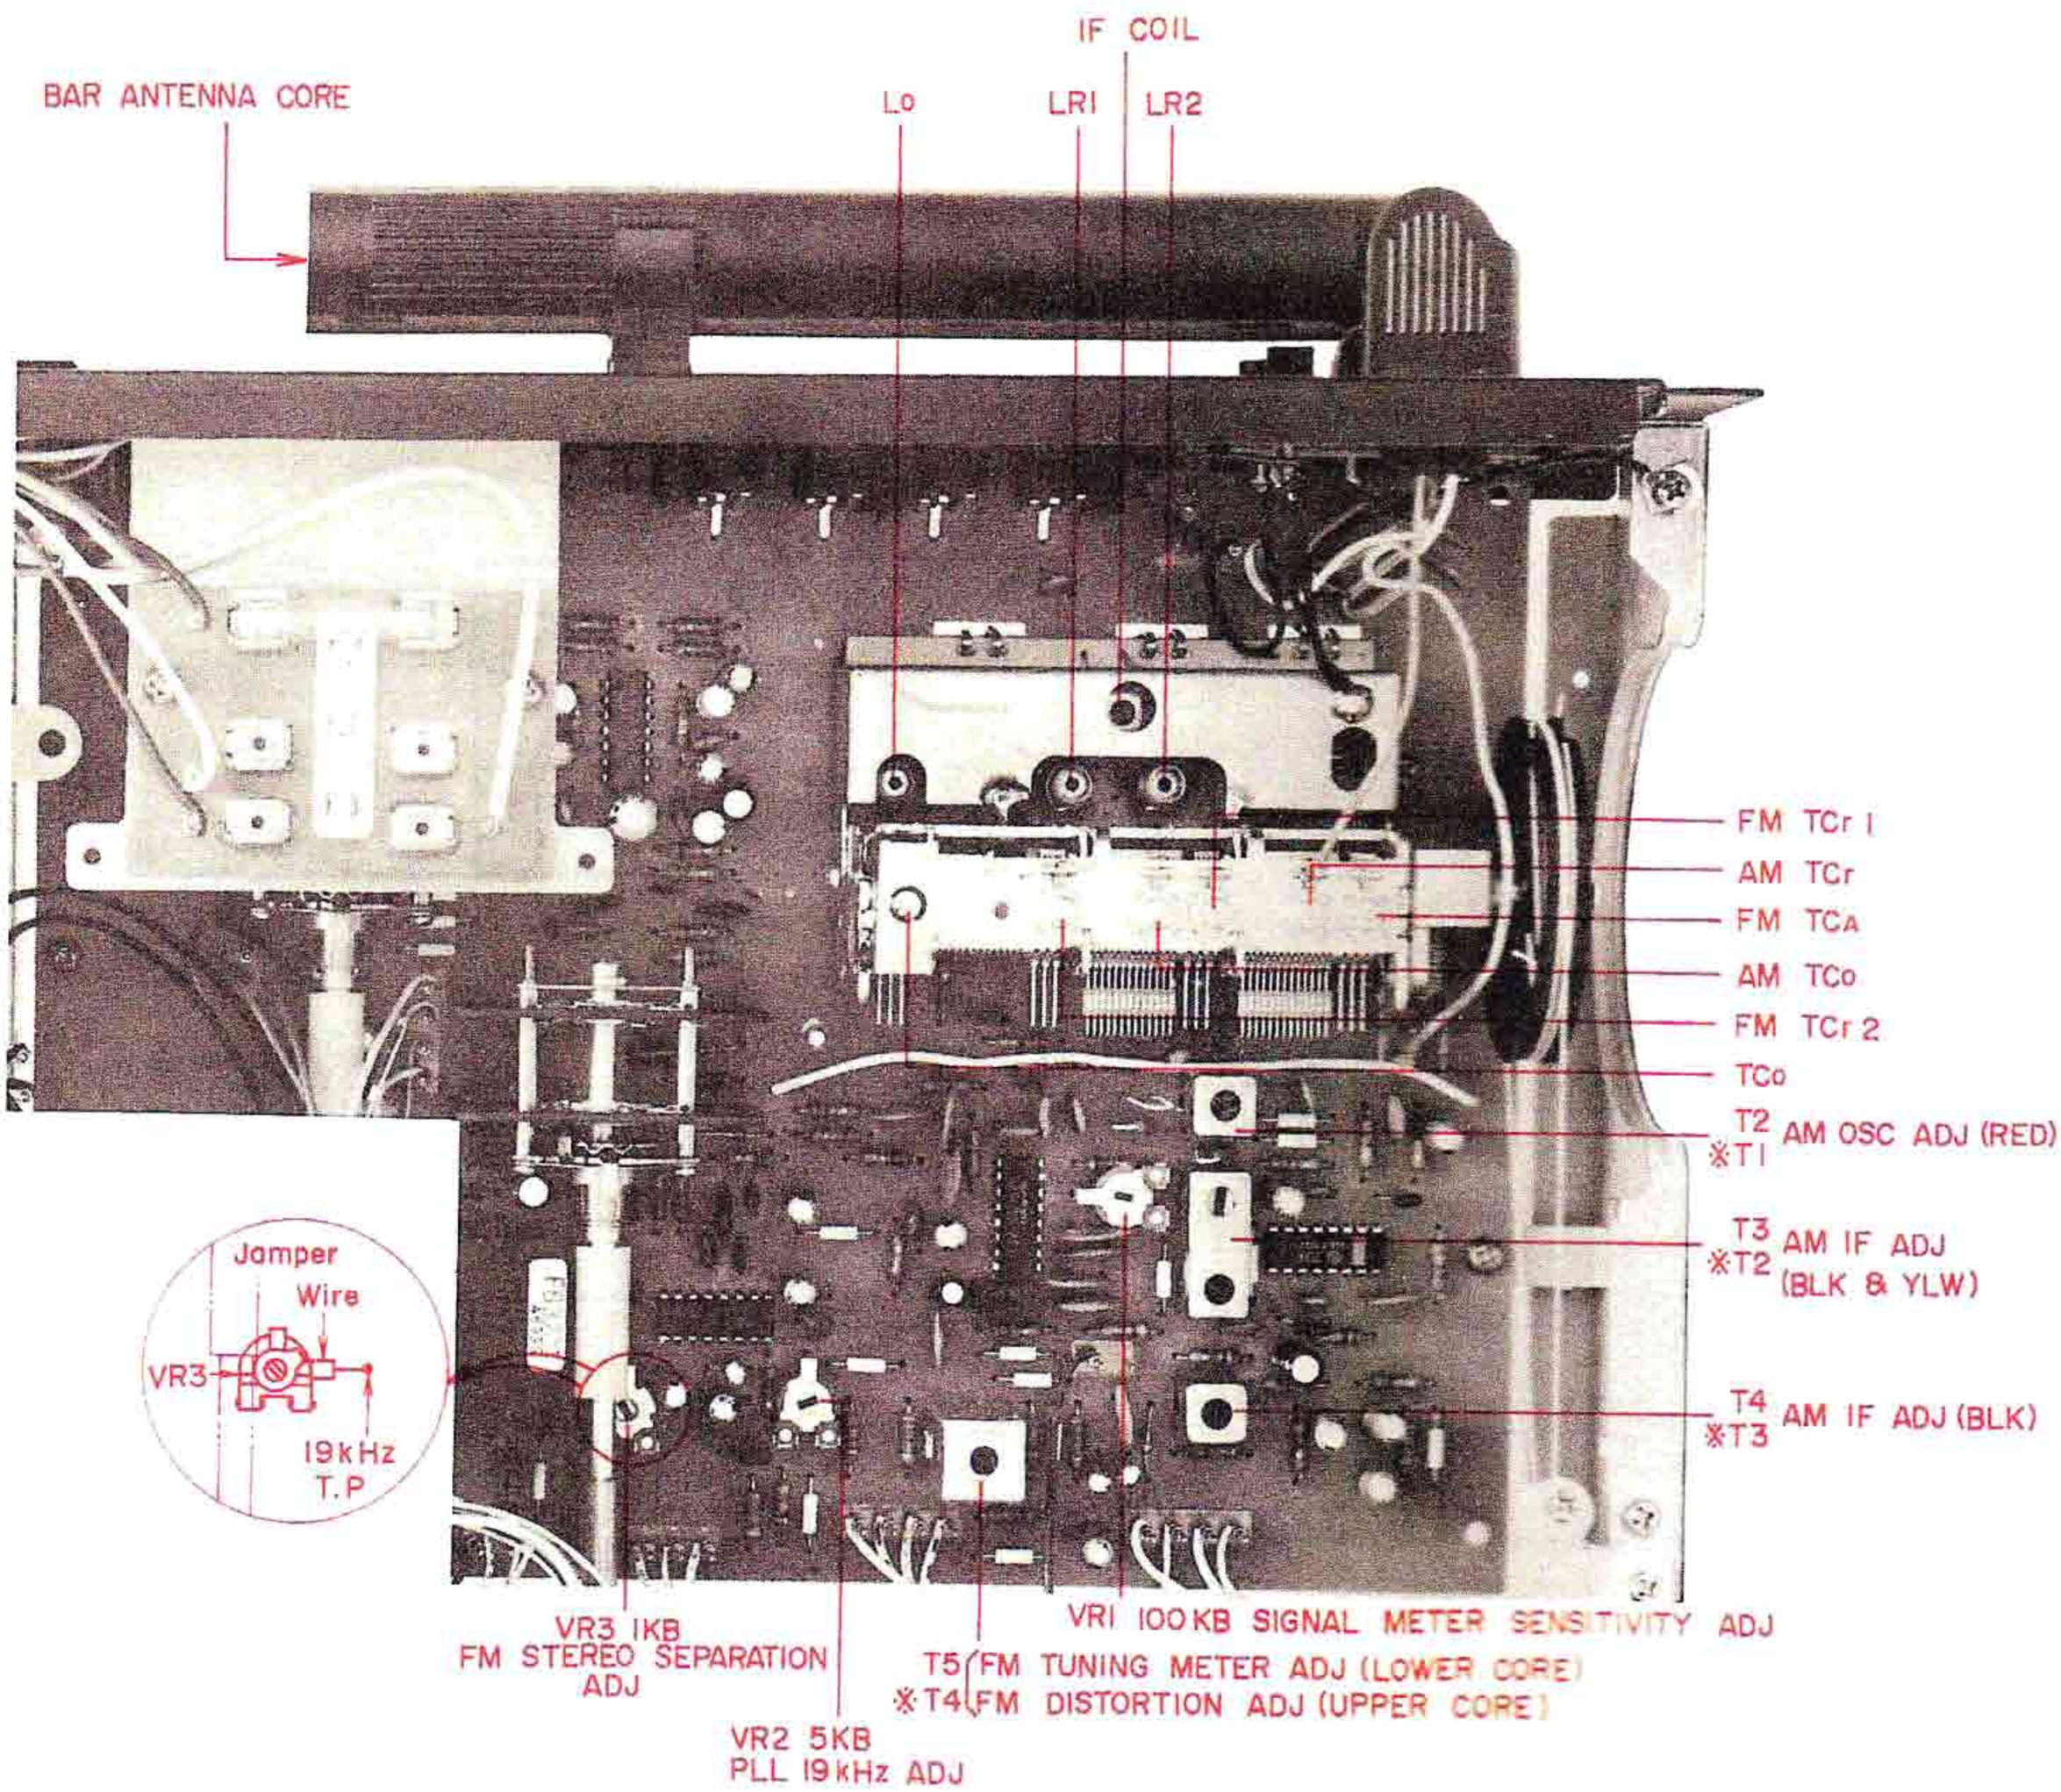

Fig. 20 Multi Function P.C Board AB-3501A (AA-1135)
1. FM TUNER SECTION ADJUSTMENT (Refer to Fig. 20, 21 and 22)
2. AM TUNER SECTION ADJUSTMENT (Refer to Fig. 20 and 21)